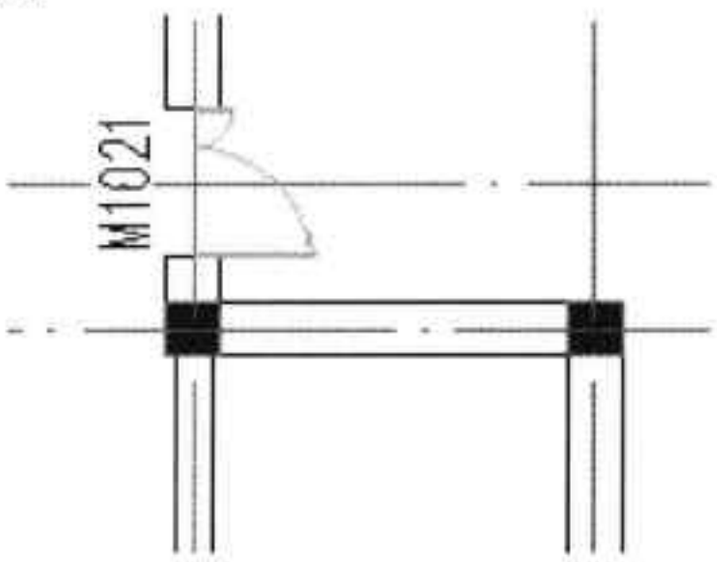

图16-144 绘制进户门图形
Step27 双击门立面图块，返回对话框，在绘图区域中，指定好进户门位置，即可完成进户门图形的绘制，如图 16-144 所示。